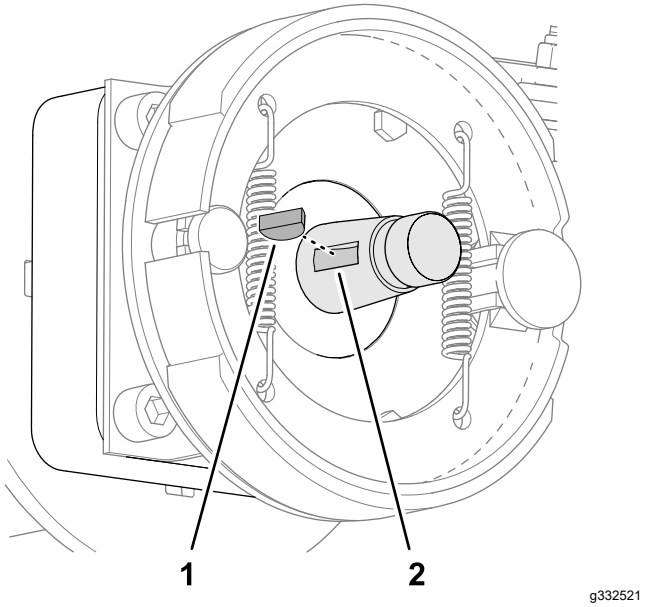

Figur 66
5. Fjern Woodruff-federen fra hjulmotorakslen (Figur 66).